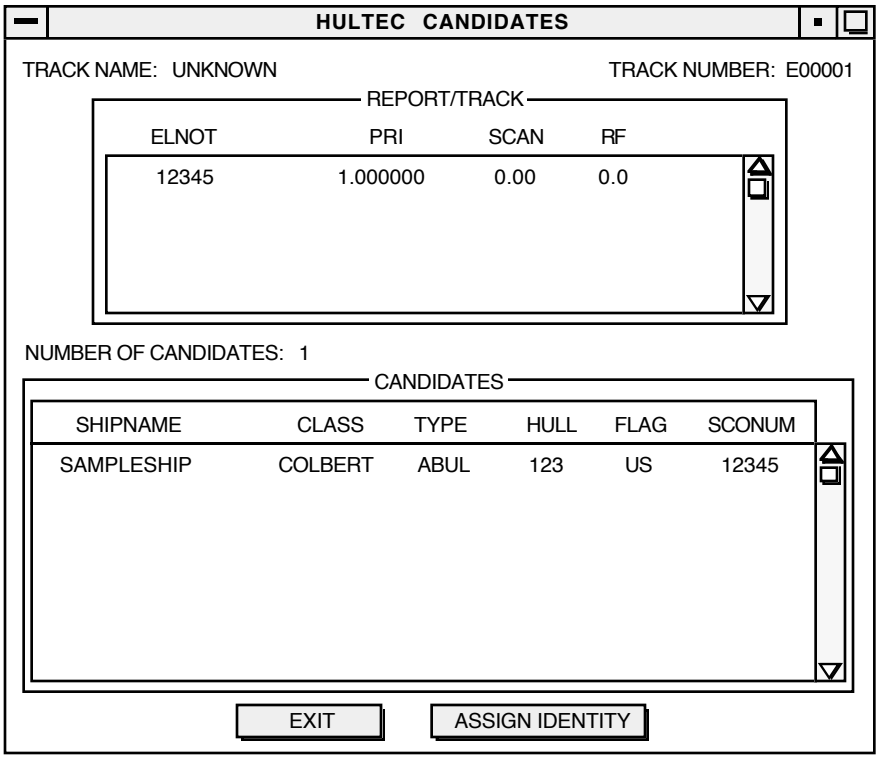

Figure11.22 -2 HULTEC Candidates Window
- If an intersection exists, the track is presented as a HULTEC candidate (Figure11.22 -2).